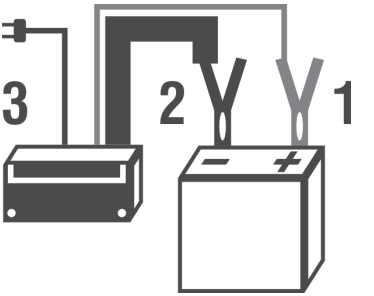

Fig. 3 – Sequência para ligar o carregador na bateria
13. Desconecte a garra vermelha do polo positivo da bateria (posição 1, Fig. 3);